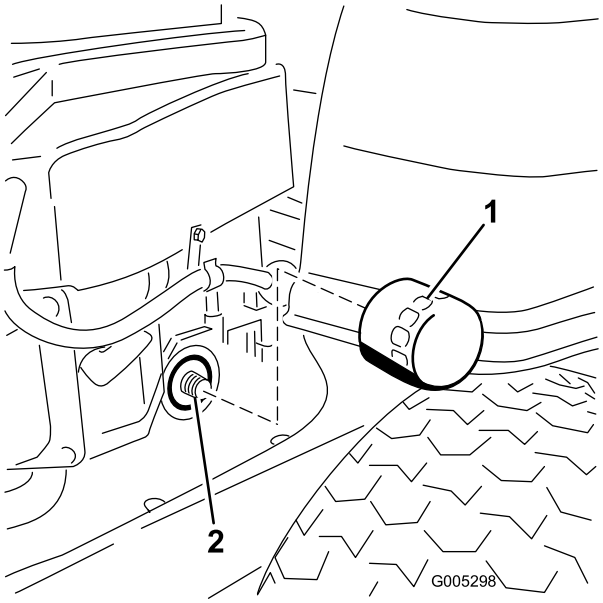

Bild 34
10. Finden Sie den Ölfilter rechts am Motor. Entfernen Sie den alten Filter und wischen Sie die Dichtfläche am Anbaustutzen mit einem sauberen Tuch ab (Bild 34).
12. Drehen Sie den Austauschfilter auf den Anbaustutzen auf. Drehen Sie den Ölfilter nach rechts, bis die Gummidichtung den Anbaustutzen berührt. Ziehen Sie ihn dann um eine weitere 3/4 bis eine volle Umdrehung fest (Bild 34). Wischen Sie überschüssiges Öl vom Rahmen.